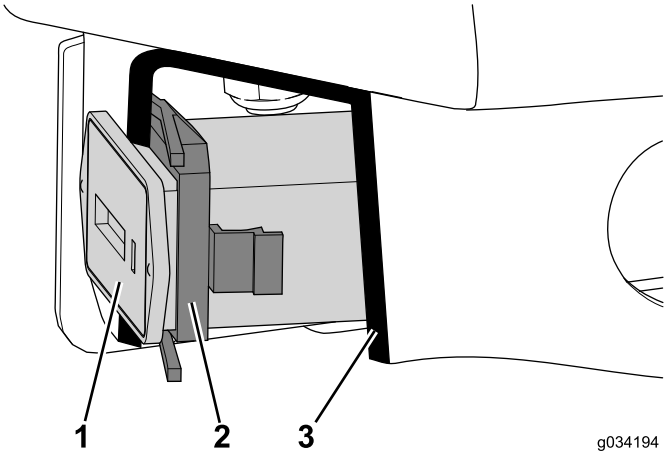

Bild 26
1. Drücken Sie den Betriebsstundenzähler in den Ausschnitt, bis er mit dem Halter befestigt ist (Bild 26).